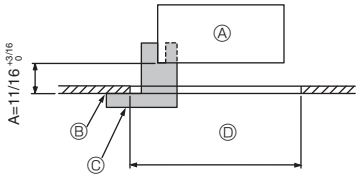

Fig. 9-2
①	Grille	1	950 × 950 (mm), 37-3/8 × 37-3/8 (inch)
②	Installation gauge	1	(Divided into 4 parts)
③	Screw (4 × 16)	1	For **TPLA0A.1EA70∗**
④	i-see Sensor corner panel	1	For **TPLA0A.1EA70∗**
9.2. Preparing to attach the grille (Fig. 9-2)
- With the gauge ② supplied with this kit, adjust and check the positioning of the main unit relative to the ceiling surface. If the main unit is not properly positioned relative to the ceiling surface, it may allow air leaks or cause condensation to collect.